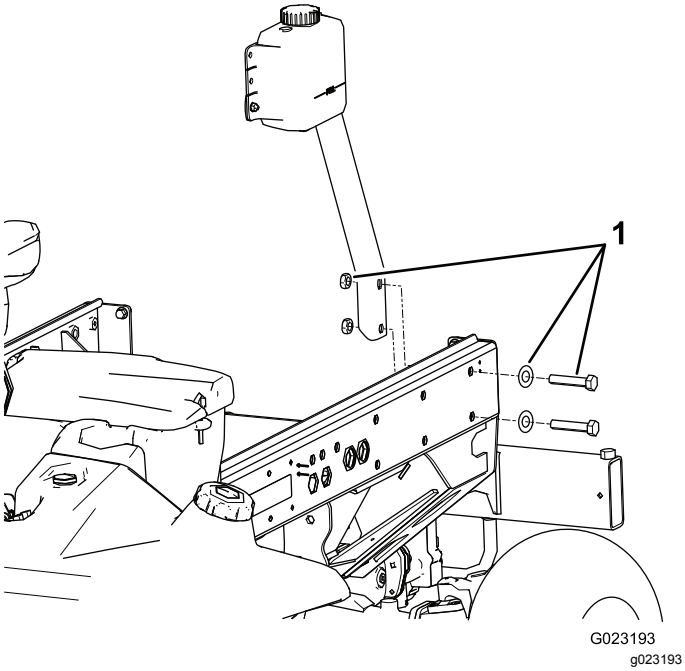

図 18
1. タンク取り付けブラケットを左側フレームレールに固定しているボルト2本、ワッシャ2枚、ナット2個を取り外す図 18。